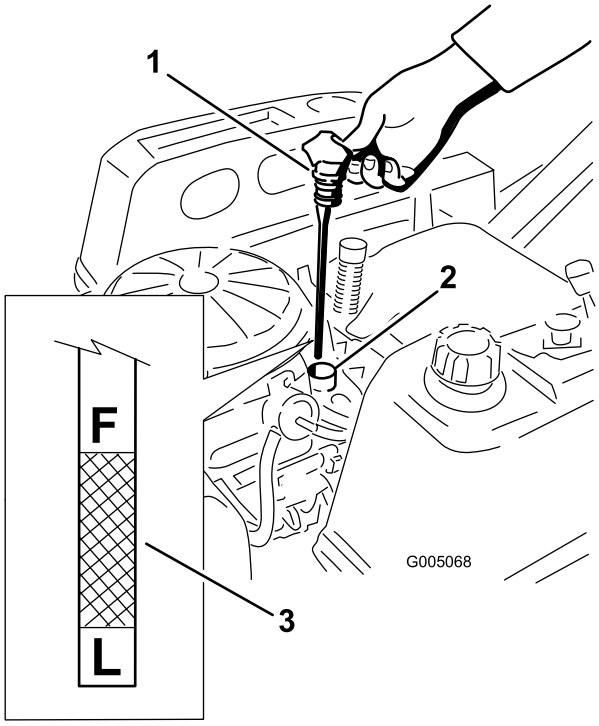

Figur 36
5. Sätt tillbaka oljestickan och tryck ned den ordentligt på plats (Figur 36).
6. Ta ur oljestickan och kontrollera oljenivån (Figur 36).
9. Ta bort oljepåfyllningslocket och oljestickan (Figur 36).
19. Häll långsamt i cirka 80 % av angiven olja i påfyllningsröret (Figur 36).
20. Sätt i oljestickan och tryck ned den ordentligt på plats, och sätt tillbaka oljepåfyllningslocket (Figur 36).
21. Kontrollera oljenivån (Figur 36). Se Kontrollera oljenivån i motorn (sida 29).
23. Sätt i oljestickan och tryck ned den ordentligt på plats, och sätt tillbaka oljepåfyllningslocket (Figur 36).